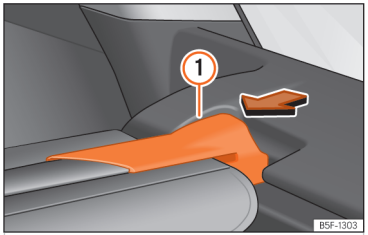

**Fig. 180** In the luggage compartment: remove the shelf.
- Press the rear shelf support ››› Fig. 180 (1) in the direction of the arrow.
- Engage the support of the rear shelf ››› Fig. 180 ① into the housing on the other side.